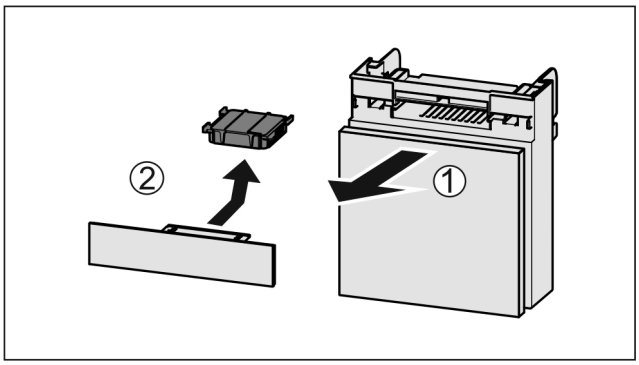

Fig. 34
▶ Pull out the compartment *Fig. 34 (1)*.
▶ Remove the carbon filter *Fig. 34 (2)*.